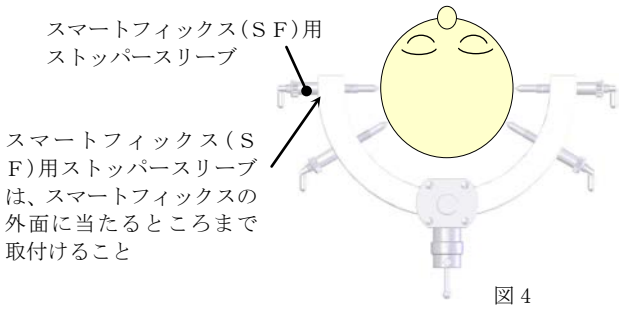

図4
(4) 患者頭部を固定した各ヘッドピンへ、スマートフィックス(SF)用ストッパースリーブを取り付けてください。(図4参照)